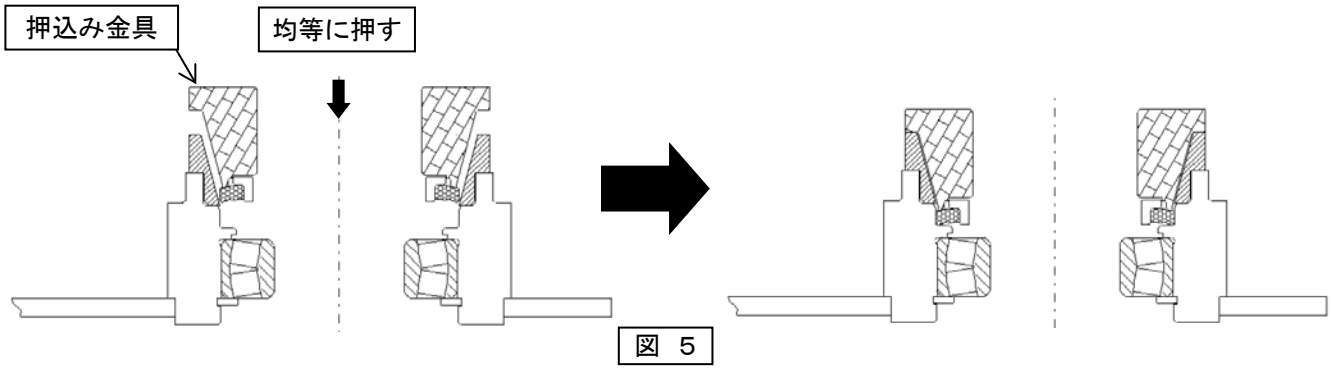

図 5
(2)押込み金具をシールに当て、そのまま**シールガイド2に当たるまで手で強く押込みます。**(図5)